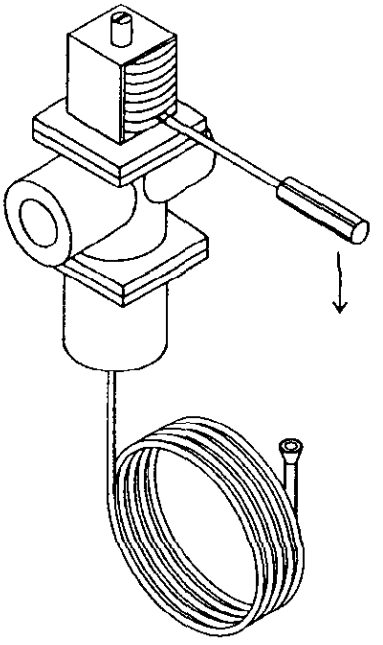

Fig. 13
6. On water-cooled units, disconnect the water supply. Use compressed air to blow out all remaining water in the condenser. Insert a screwdriver (Figure 13) to open the water valve.